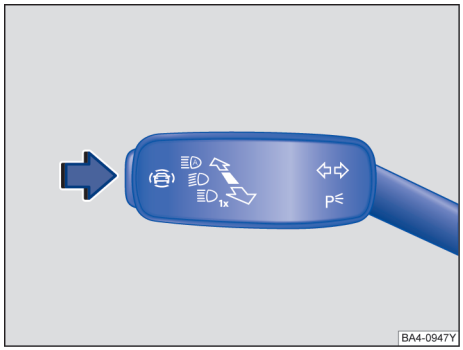

图 21 驾驶辅助系统操作按钮
– 按图示箭头方向→ 图 21 按压按钮打开**驾驶辅助系统**菜单。